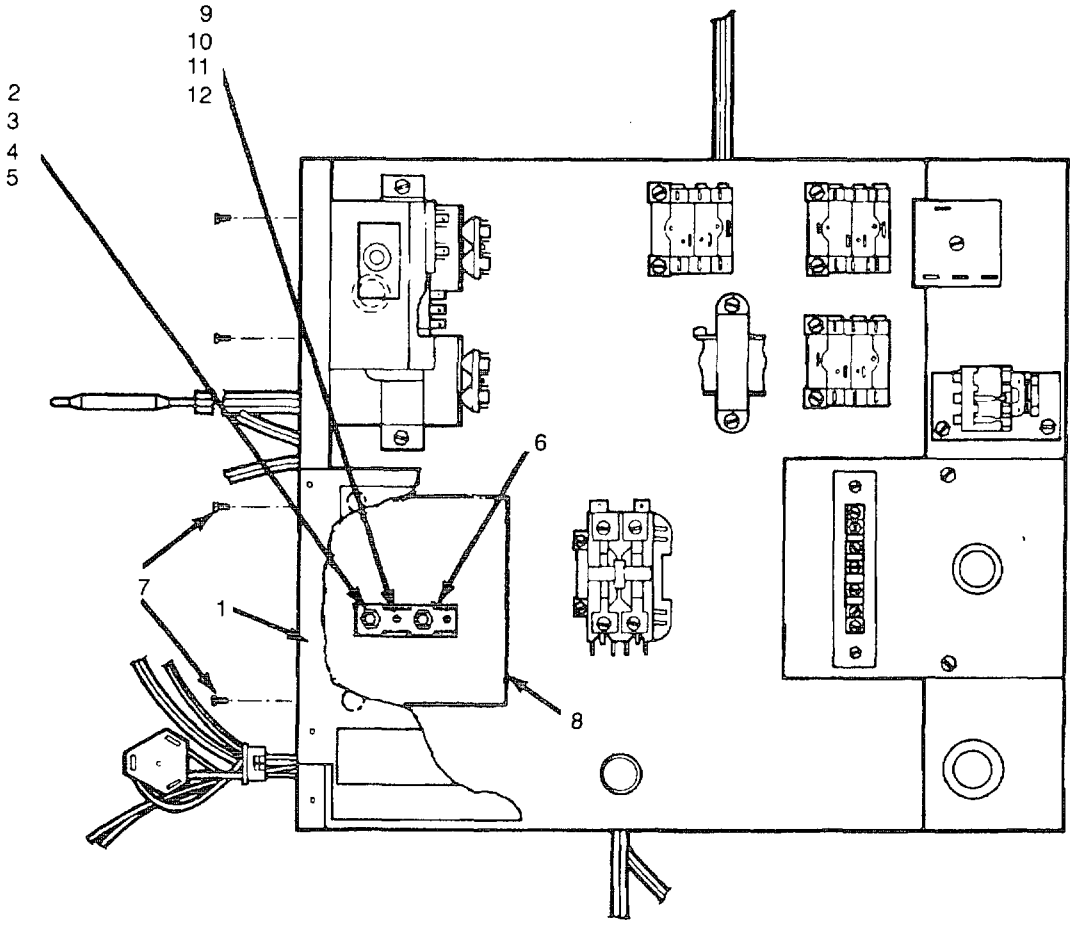

Figure 4-23. Terminal Board
(1) Drill out both rivets securing terminal board cover (1, Figure 4-23) in control box; remove cover.
(2) Tag wires to and from terminal board. Remove terminal lugs (2), nuts (3), lockwashers (4), and flatwashers(5) securing wires to terminal board (6). Remove wires.
(3) Remove four screws (7) securing terminal board bracket (8) to control box.
(4) Remove hexnuts (9), lockwashers (10), flatwashers (11), and screws (12) securing terminal board (6) to bracket (8).
(5) Remove terminal board (6) from bracket (8).